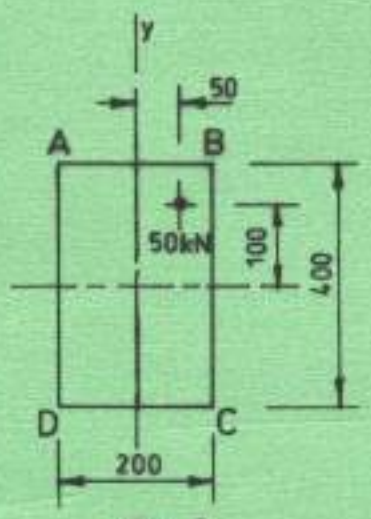

Fig. 3
2. (a) A rectangular column of cross section 400×200 mm carri[illegible] as shown in **figure 3**. Calculate the stresses at corners B and D. (10 marks)